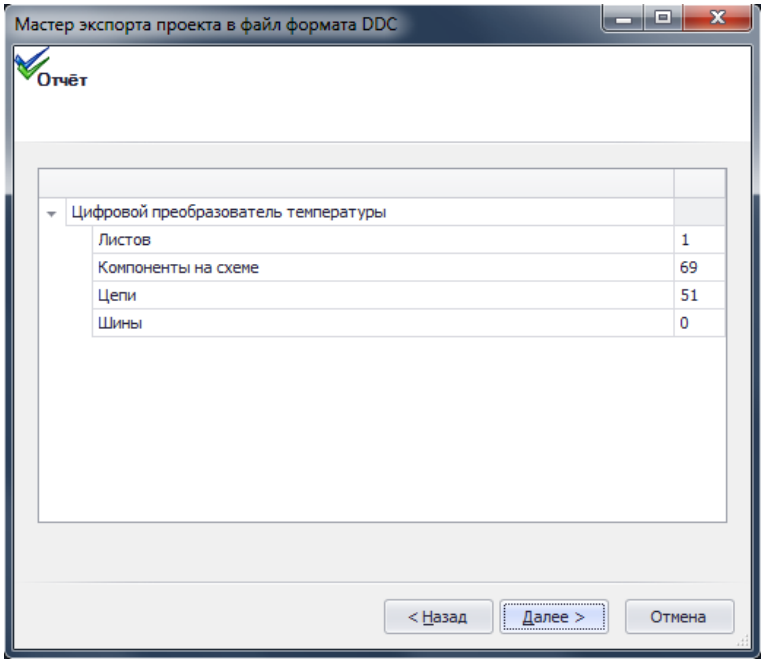

Рис. 377. Отчет об экспорте проекта
4. В следующем окне отображаются результаты экспорта. В таблице представлены типы экспортированных объектов их количество, см. Рис. 377.